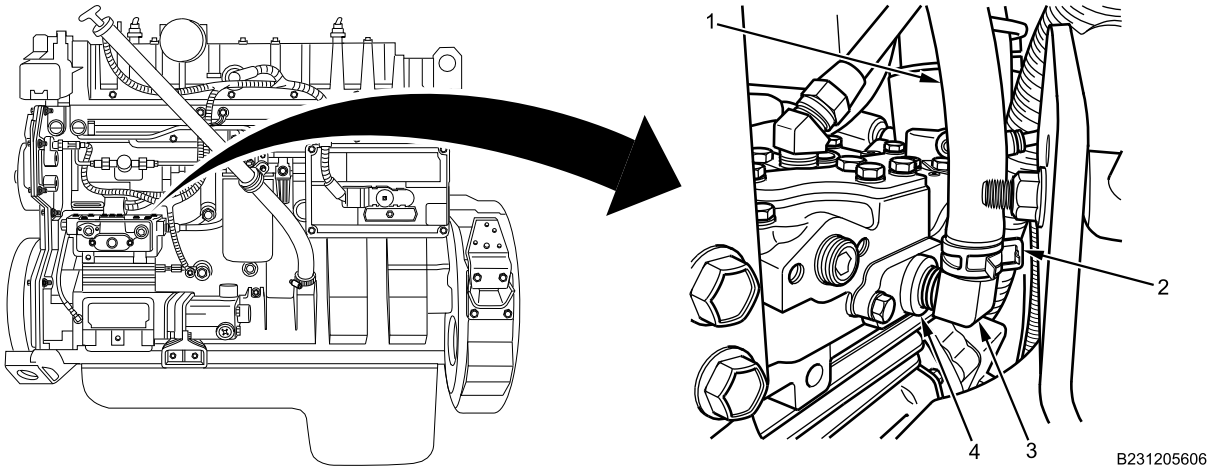

Figure 1. Air Compressor Connection.
1. Remove air compressor supply air line clamp (Figure 1, Item 2) and air compressor supply air line (Figure 1, Item 1) from angle fitting (Figure 1, Item 3).
2. Remove angle fitting (Figure 1, Item 3) from air compressor air inlet port (Figure 1, Item 4).